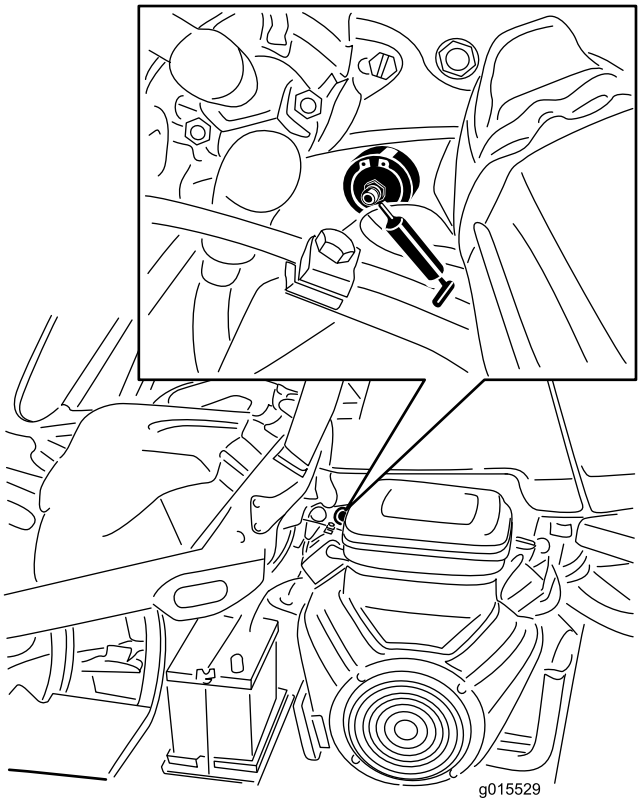

**Figure 40**
1. Essuyez le graisseur pour éviter que des impuretés ne pénètrent dans le roulement ou la bague (Figure 40).